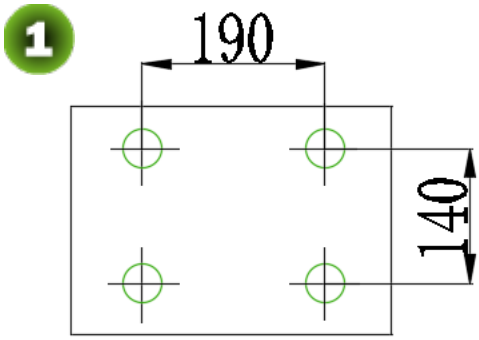

Figure 2-2
1) Use Bolt Holes Dimensioning to mark the installation position of the cabinet, as shown in Figure 2-2